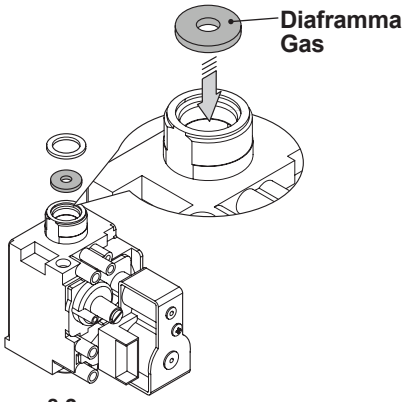

Figura 8.2
- Eseguire la trasformazione del tipo di gas sostituendo correttamente il diaframma gas (Figura 8.2), facendo riferimento alla sezione "Dati tecnici M270V.2025 SM" a pag. 22.